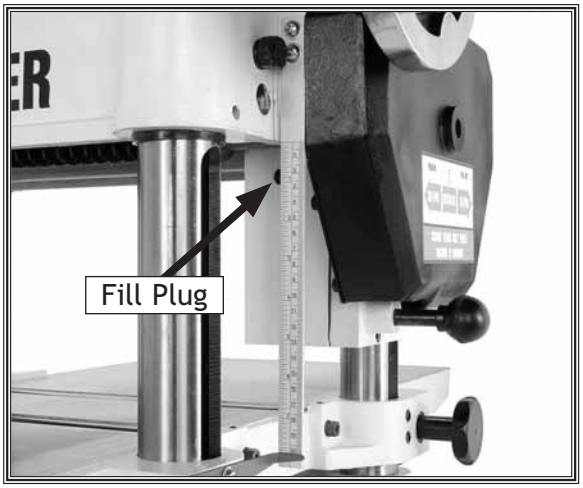

Figure 13. Gearbox Fill Plug.
1. Wipe dirt from the gearbox fill plug and remove it (**Figure 13**).